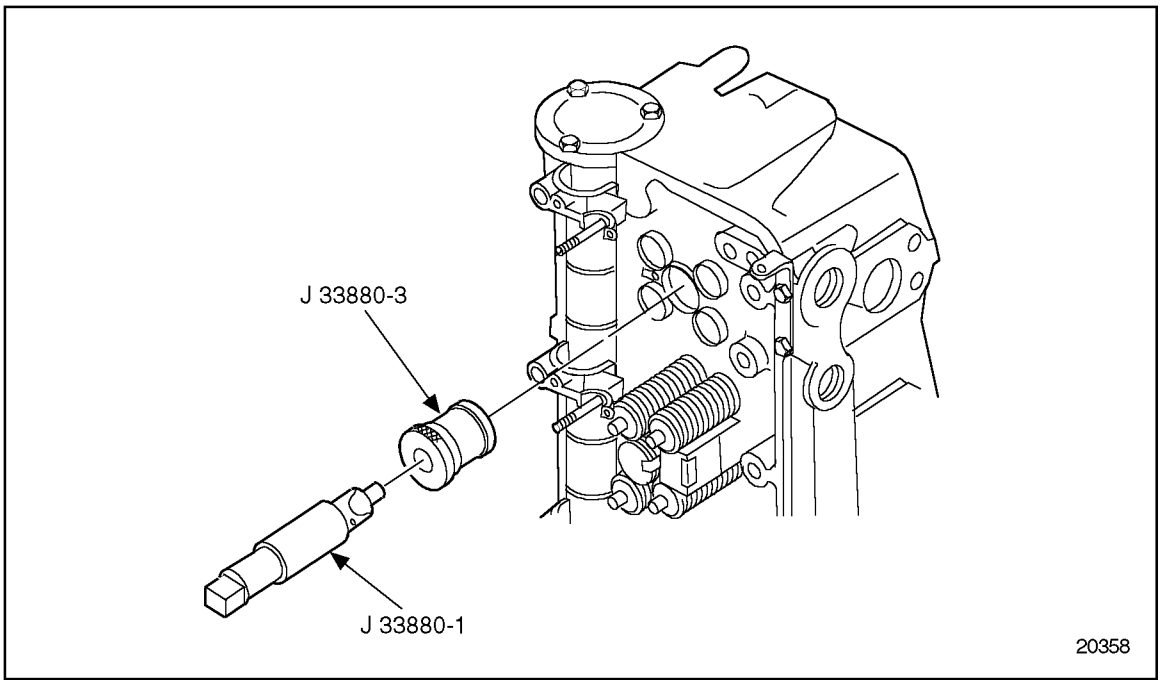

Figure 2-24 Reaming Injector Tube Seat
16. Install J 33880-3, into the injector tube bore until it contacts the cylinder head. See Figure 2-24.
17. Place a few drops of cutting oil on the edges of J 33880-1, and gently place it in the pilot. See Figure 2-24.